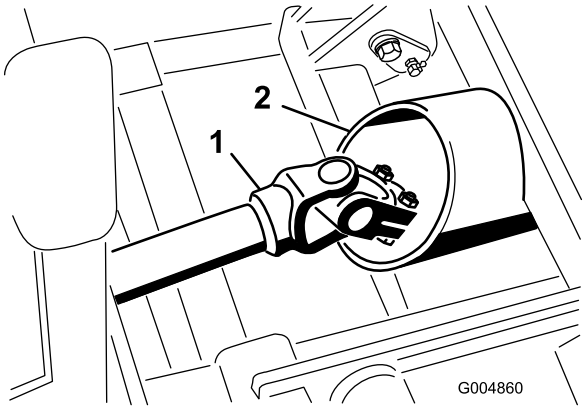

Figur 45
7. Rul forsigtigt vinterstelsamlingen i position, mens drivakslen føres gennem stelrøret (Figur 45).